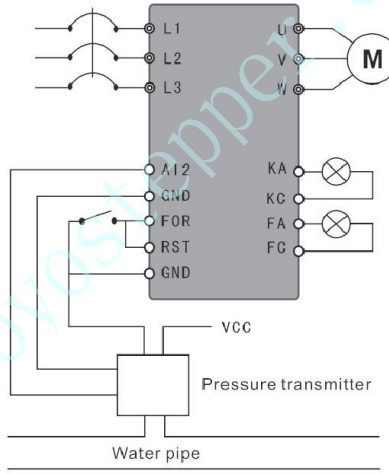

Abbildung F-5 Wasserversorgung mit konstantem Druck – Druckmessumformer
(1) Verwenden Sie einen Druckmessumformer mit einem Messbereich von 0–10 kg und einem Rückmeldesignal von 4–20 mA; die Wasserversorgung erfolgt bei Bedarf mit einem Druck von 5 kg, bei Überschreitung der Obergrenze von 6 kg oder Unterschreitung der Untergrenze von 4 kg wird ein Alarm ausgelöst und der Start des externen Anschlusses gestoppt. Wie in Abbildung F-5 dargestellt.